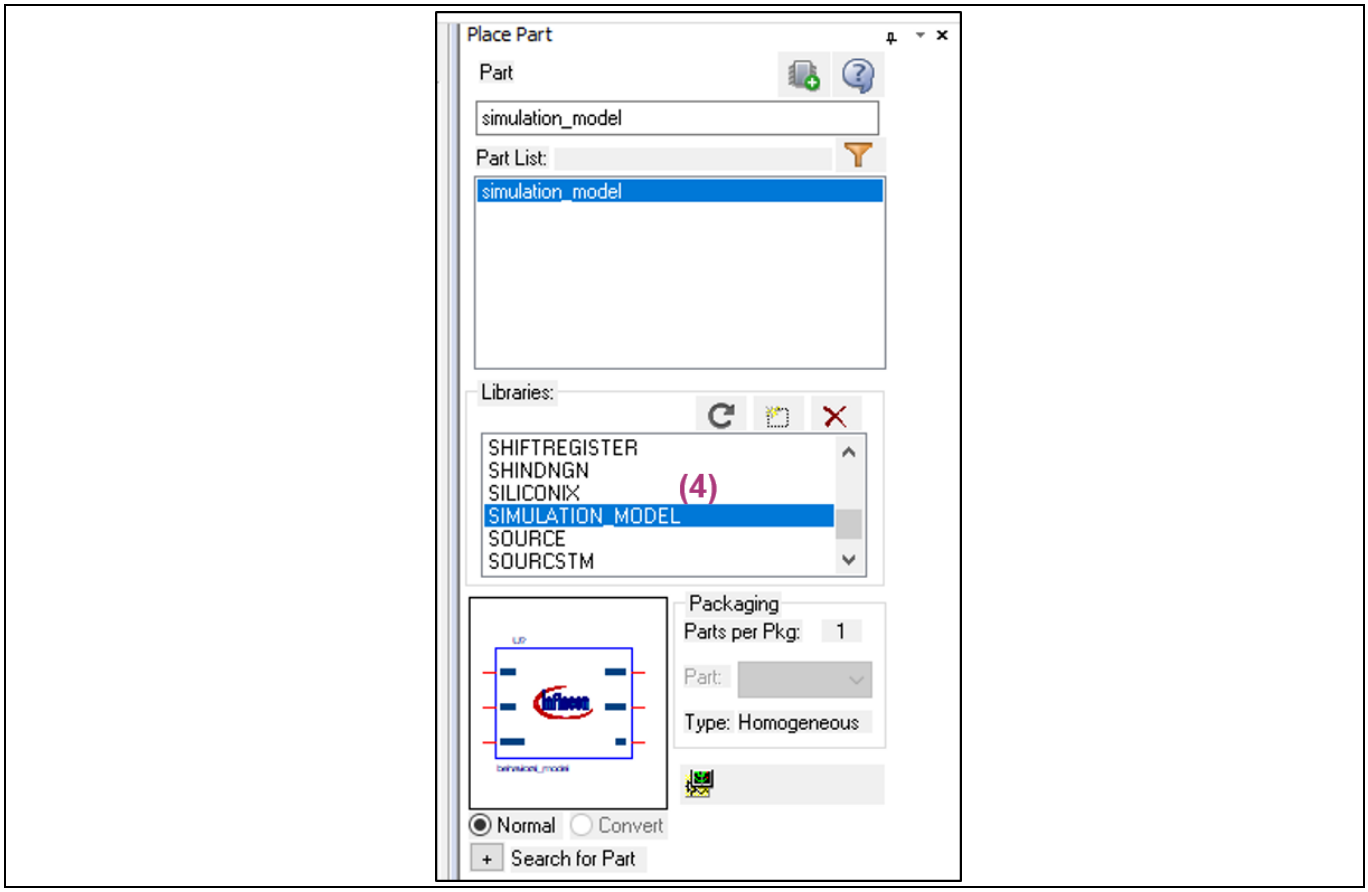

Figure 6 Place part
Search in the **Place Part** sidebar (or press **"P"** on the keyboard) and place the symbol in the desired schematic (4), as shown in **Figure 6**.